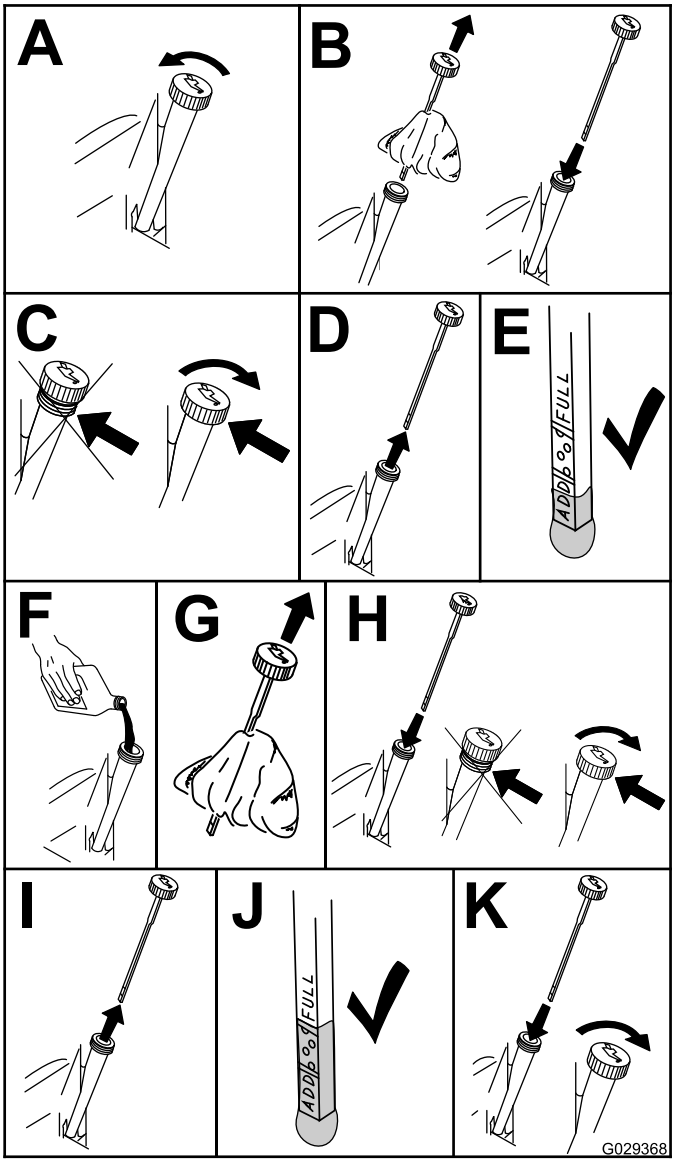

Figur 34
4. Kontrollér motoroliestanden (Figur 34).